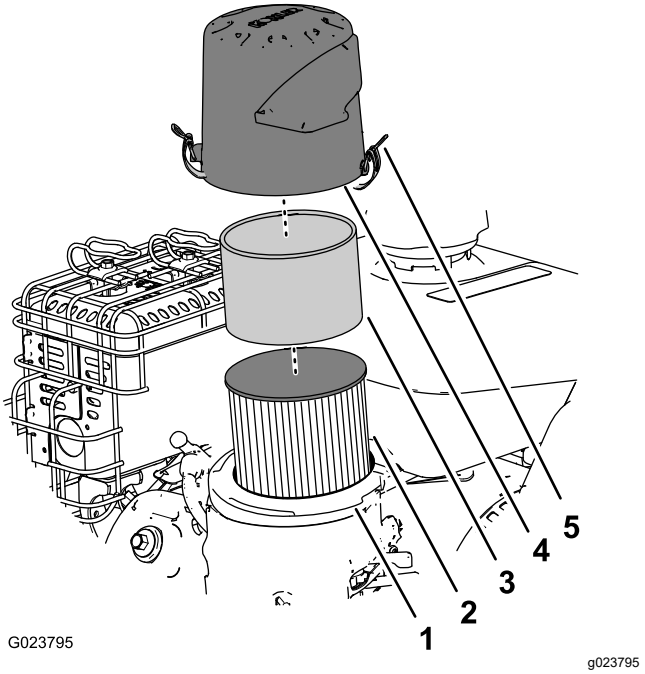

Figuur 25
2. Verwijder het luchtfilterdeksel en maak dit grondig schoon (Figuur 25).
3. Verwijder het schuimelement, maak het schoon met een mild reinigingsmiddel en water, en dep het droog (Figuur 25).
4. Verwijder het papieren luchtfilter (Figuur 25); vervang het indien het bijzonder vuil is.
6. Plaats het schuimelement op het papieren luchtfilterelement (Figuur 25).
7. Monteer het luchtfilter op de basis (Figuur 25).